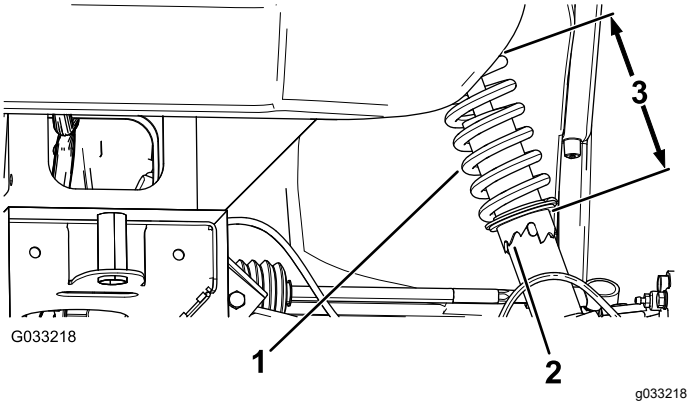

Figur 48
2. Justera hjulet till rätt riktning genom att rotera kragen på stötdämparen med rörtången om hjullutningen är felinställd (Figur 48).